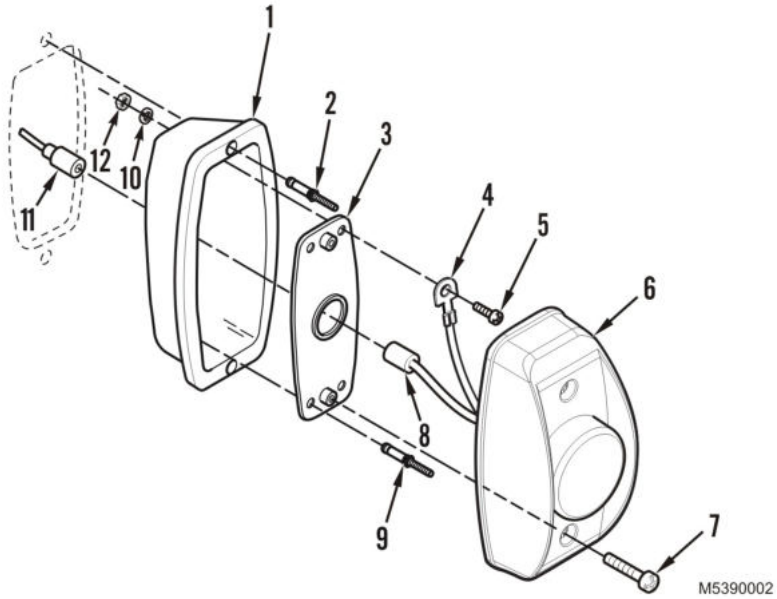

Figure 4. Lamp Assembly with LED Removal and Installation.
1. Remove two screws (Figure 4, Item 7) and retainer with lens (Figure 4, Item 6) from plate (Figure 4, Item 3).
2. Disconnect connector (Figure 4, Item 8) from wiring harness (Figure 4, Item 11).
3. Remove three rivets (Figure 4, Item 9), nut (Figure 4, Item 12), lockwasher (Figure 4, Item 10), screw (Figure 4, Item 5), ground wire (Figure 4, Item 4), and plate (Figure 4, Item 3) from housing (Figure 4, Item 1). Discard rivets and lockwasher.
4. Remove two rivets (Figure 4, Item 2) and housing (Figure 4, Item 1) from cargo body. Discard rivets.
1. Install housing (Figure 4, Item 1) and two new rivets (Figure 4, Item 2) on cargo body.
2. Install plate (Figure 4, Item 3), ground wire (Figure 4, Item 4), screw (Figure 4, Item 5), new lockwasher (Figure 4, Item 10), nut (Figure 4, Item 12), and three new rivets (Figure 4, Item 9) on housing (Figure 4, Item 1).
3. Connect connector (Figure 4, Item 8) to wiring harness (Figure 4, Item 11).
4. Install retainer with lens (Figure 4, Item 6) and two screws (Figure 4, Item 7) on plate (Figure 4, Item 3).